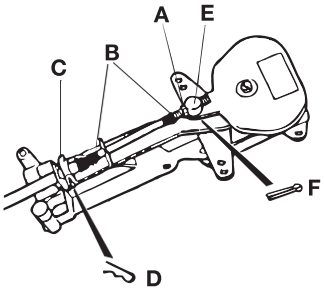

Fig. 7
- Ta bort muttern (A fig. 7) och båda gummitätningarna från kabeln.
- Tryck kabeln igenom kabelhållaren. (C fig. 7)
- Säkra kabeln med låspinnen (D fig. 7).
- Anslut nippeln till gasarmen (E fig. 7) och säkra med saxpinnen (F fig. 7).